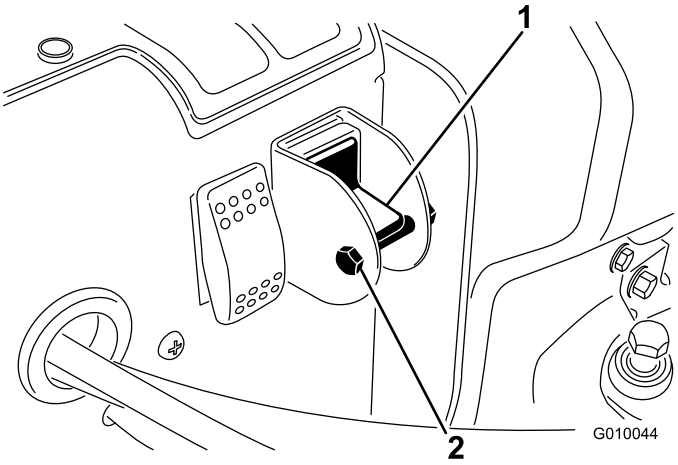

Figur 30
3. Lossa låsbulten och muttern från väljarreglaget (Figur 30).